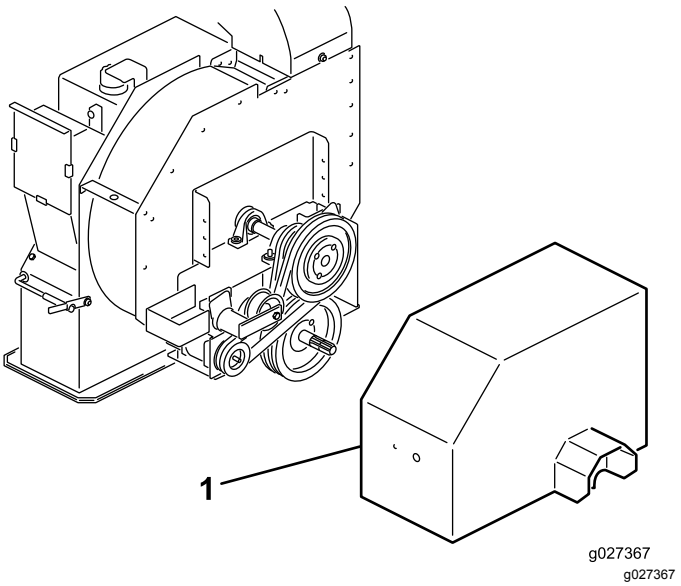

Figure 12
1. Déposez la protection qui recouvre les poulies (Figure 12).
1. Desserrez les boulons et écrous qui fixent la protection au carter de la turbine (Figure 12) et déposez la protection.
2. À l'arrière du cadre, desserrez le boulon qui fixe le tendeur de courroie au cadre (Figure 12).